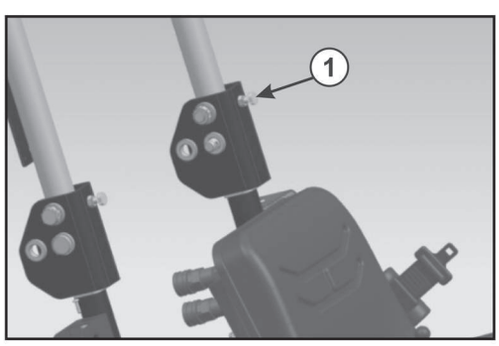

Рис. 4.27c
• Открутите шестигранный винт M10 (1, рис. 4.27c) — 2 шт.